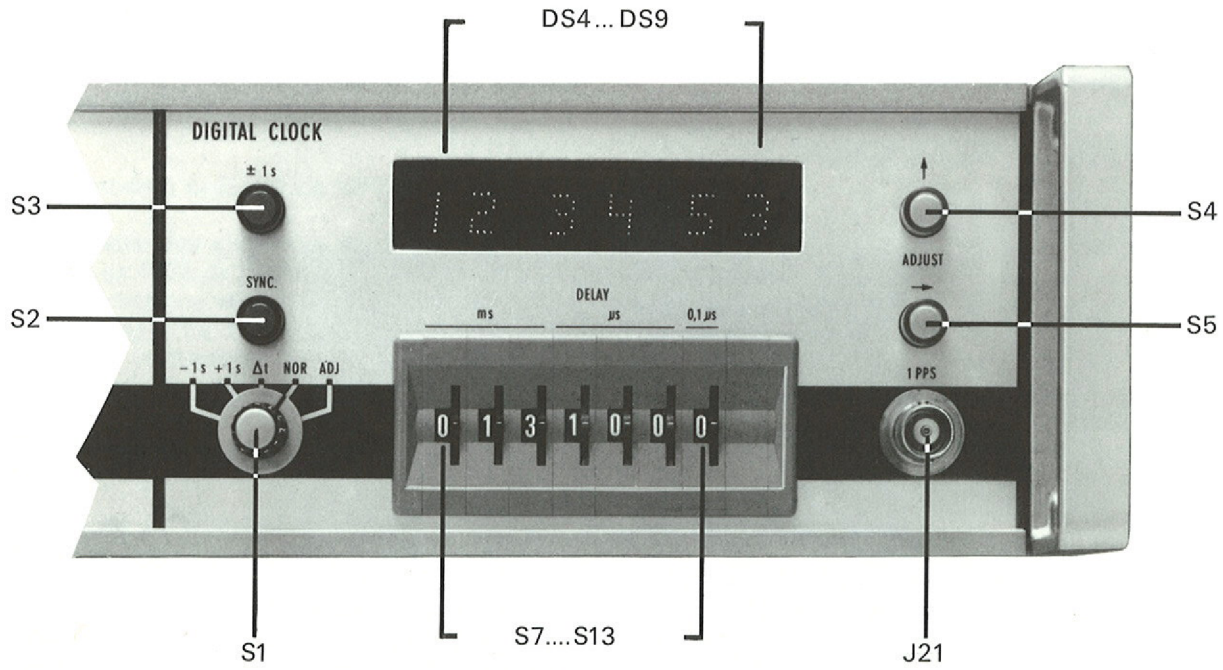

Fig. 8 Module horloge – option 2205 (plaque frontale)
5.2. Module horloge – option 2205 (figure 8)
c) Sur la plaque frontale du module horloge sont réunies toutes les commandes permettant une utilisation simple et rationnelle. Aucune de ces commandes, à l'exception de la ligne à retard digitale calibrée, ne peut être rendue opérationnelle sans actionner au minimum deux boutons de commande dont les fonctions sont indiquées à la figure 8.
5.2.1. **Mise à l'heure de l'affichage** (figure 8)
Sortie de contrôle protégée par 1 kΩ, disponible sur la plaque frontale (J21, fig. 8).
- mettre le commutateur S1 sur la position «+1 s» (fig. 8)
- presser le bouton-poussoir S3 (fig. 8)
- mettre le commutateur S1 sur la position «–1 s» (fig. 8)
Lorsque le commutateur de fonctions S1 se trouve sur la position Δt (fig. 8), l'affichage indique la valeur de l'écart mesuré et ceci sans affecter d'aucune manière le compteur horaire.